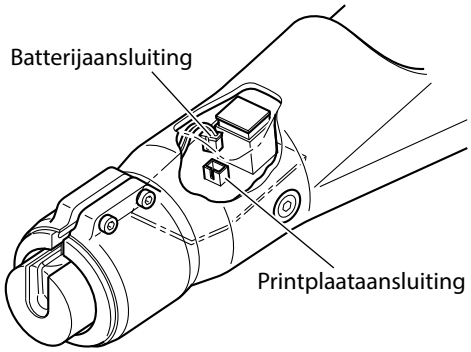

Afb. 21 Verwijderen van de batterijaansluiting
1 Verwijder de batterijaansluiting van de printplaat (afb. 21).
**9** Steek de batterijaansluiting in de aansluiting van de printplaat (afb. 21).